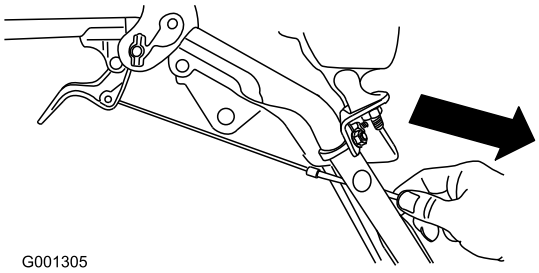

Рисунок 8
4. Аккуратно потяните оболочку троса так, чтобы рычаг муфты свободного хода опустился вниз, и провисание троса было ликвидировано, затем надежно затяните гайку зажима троса (Рисунок 8).